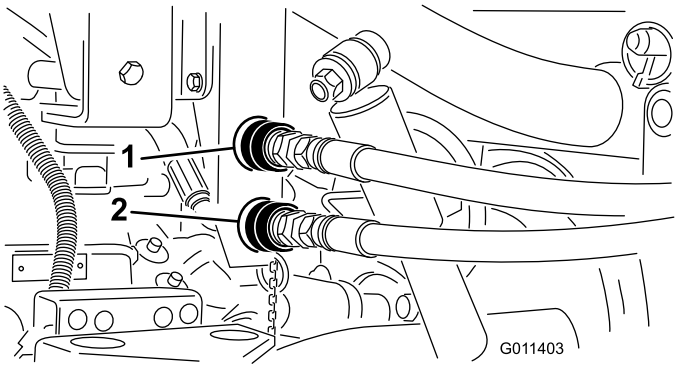

Figur 17
3. Rengör snabbkopplingarna på TopDressern (Figur 17) före anslutning. Smutsiga kopplingar kan förorena systemet. Fäst båda snabbkopplingarna på Workman efter rengöringen. Slangarna har markerats med A och B, passa ihop dem med snabbkopplingarna vid montering. Kontrollera att båda snabbkopplingarna är helt åtdragna.
Obs: Kopplingarna som visas i Figur 17 är från fordon med serienummer som är lägre än 239999999.